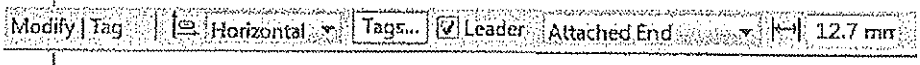

Figure 14–2
2. In the Options Bar, set the options as required, as shown in Figure 14–2.